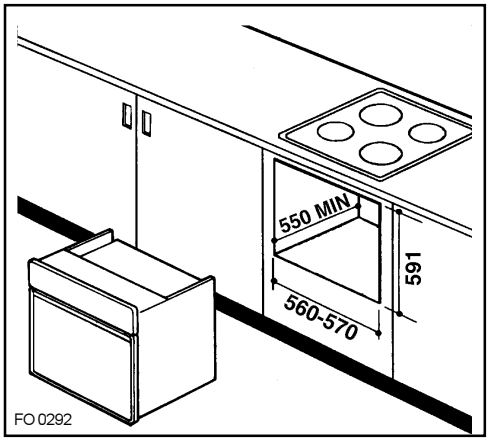

Fig. 8
- **Sous-encastrement:** La niche du meuble devra avoir les dimensions indiquées dans la Fig.8.